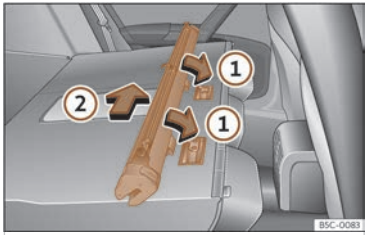

Fig. 197 Monter le filet de séparation sur le dossier de la banquette arrière.
- Placez la structure du filet sur les renfoncements des rails de fixation dans le sens des flèches ››› **fig. 197①**.
- Poussez la structure vers le côté gauche du véhicule dans le sens de la flèche ››› **fig. 197②** et jusqu'à la butée.
- Tirez la structure du filet de 5 cm environ dans le sens contraire à celui de la flèche ››› **fig. 197②**.
- Retirez la structure du rail de maintien en tirant dans le sens contraire à celui des flèches ››› **fig. 197①**.